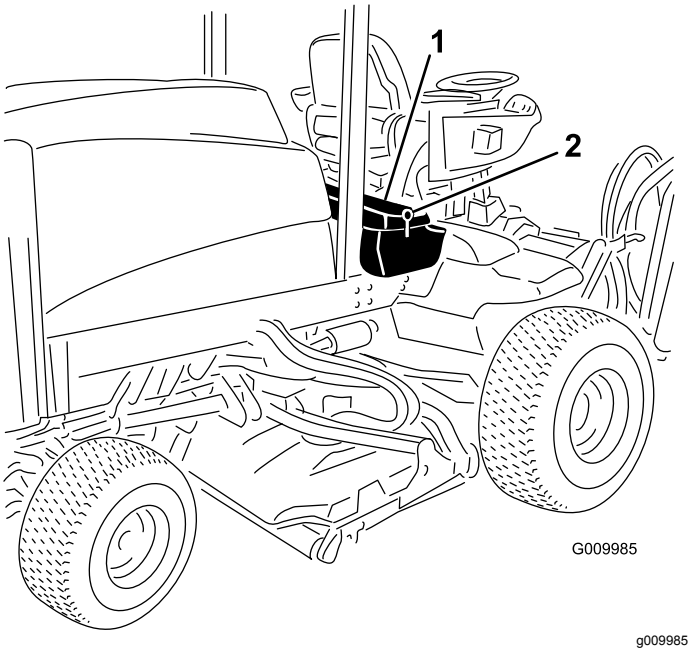

Figuur 60
1. Ontgrendel het bedieningspaneel en breng dit omhoog (Figuur 60).